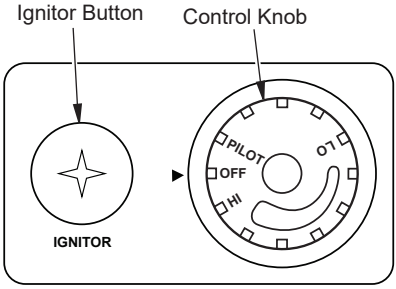

Figure 16 - Control Knob in the OFF Position
4. Wait five (5) minutes to clear out any air. Then smell for gas, including near the floor. If you smell gas, STOP! Follow "B" in the safety information, page 16. If you do not smell gas, go to the next step.
5. Turn control knob counterclockwise to the PILOT position. Press in control knob for five (5) seconds (see Figure 16).